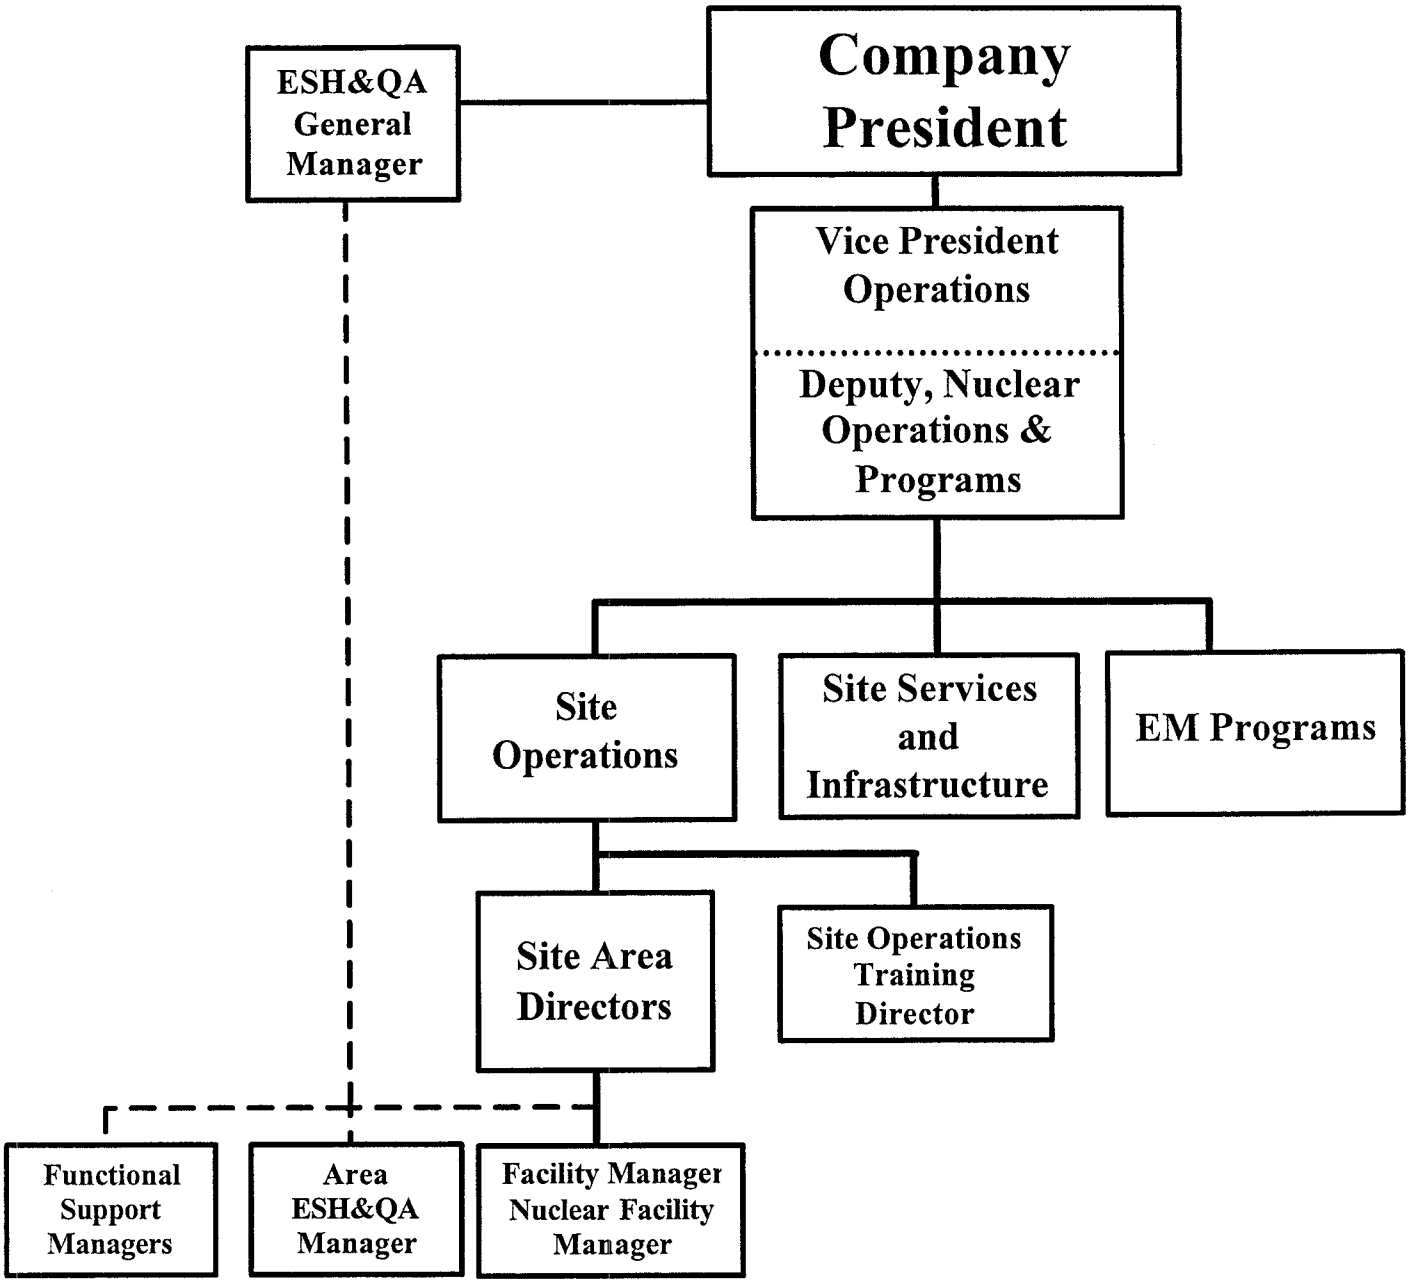

Figure 2.1 – Company Organization
3. "Site Operations Manual," PDD-1005, Rev. 3, Figure 2.1, "Company Organization," p. 8 of 45.